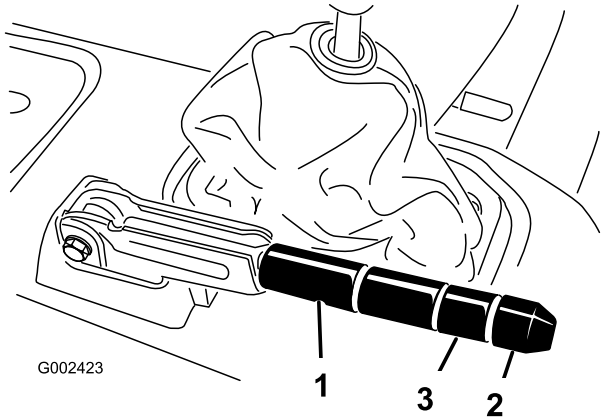

Figur 65
2. Løsne setteskruen som festen knotten til parkeringsbremsespaken (Figur 65).